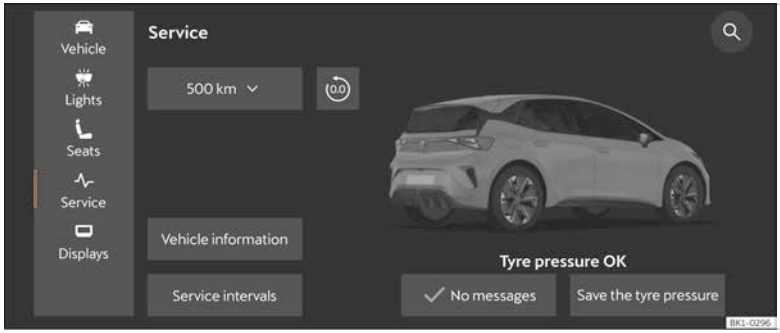

**Fig. 14** Schematic representation: Vehicle settings.
- **Service:** shows fault and incident messages, tyre pressure memorisation, or information on the next inspection service ››› Fig. 14.